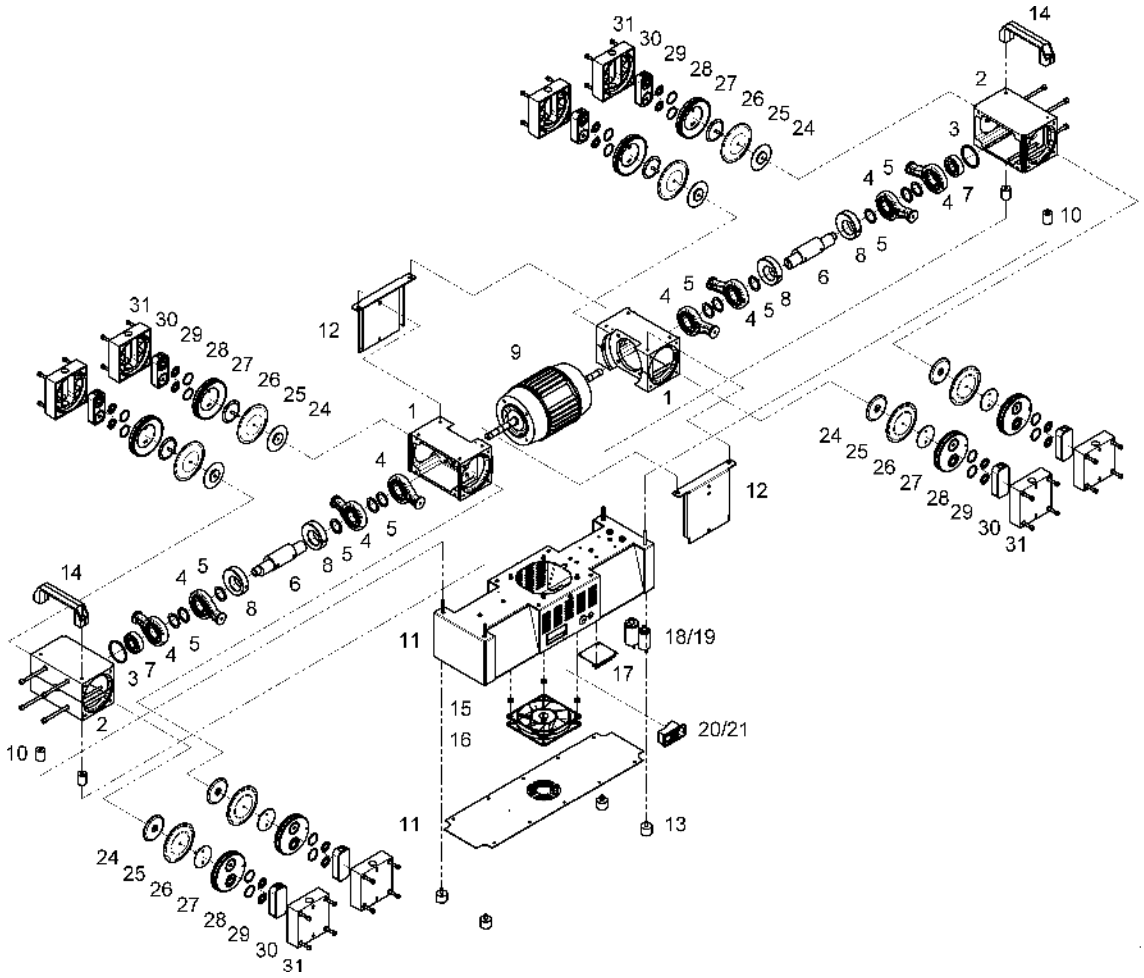

Рис. 6 Изображение в разобранном виде – мембранные насосы MP/MPC 8 рабочих камер
- Установите шатун *(см. рис. 6)* и мембрану **(7)** в центральное положение